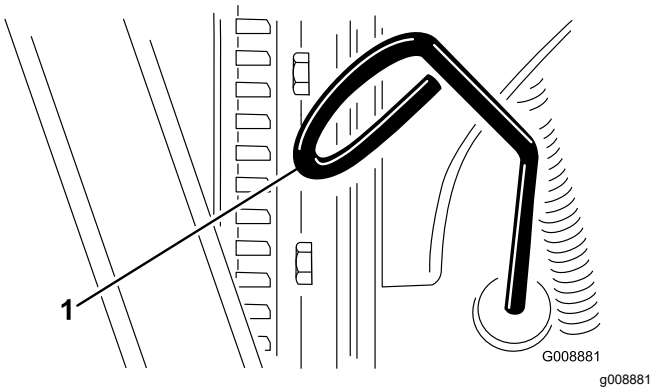

Figur 28
2. Ta ut peilestaven (Figur 28) og tørk den med en ren fille.